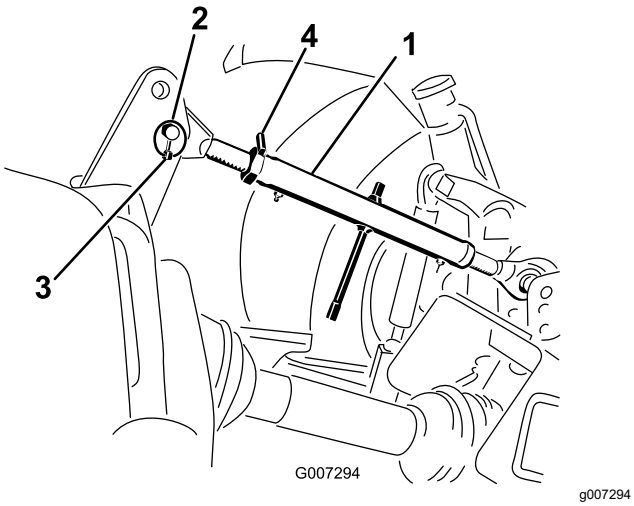

Figura 8
1. Conecte el brazo de enganche superior al orificio inferior del soporte y sujételo con el pasador de enganche y el pasador de seguridad (Figura 8).
3. Gire el brazo de enganche superior para apretar la unión. Ajústelo hasta que el bastidor de la parte delantera de la máquina esté en posición vertical (Figura 8).